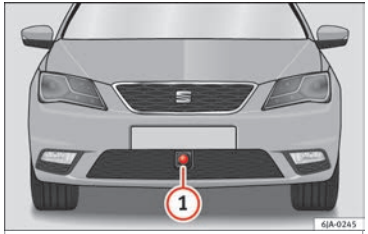

Fig. 189 On the front bumper: radar sensor.
A radar sensor is installed on the front bumper to determine the traffic situation ››› **Fig. 189** (1). This sensor can detect vehicles in front up to a distance of approximately 120 m.